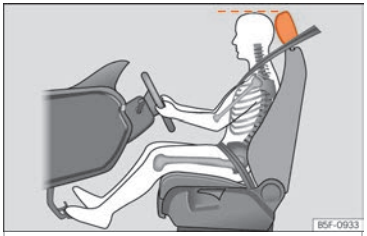

Fig. 88 Correct head restraint position for the driver.
– Adjust the head restraint so that its upper edge is at the same level as the top of your head, or as close as possible to the same level as the top of your head ››› Fig. 88.